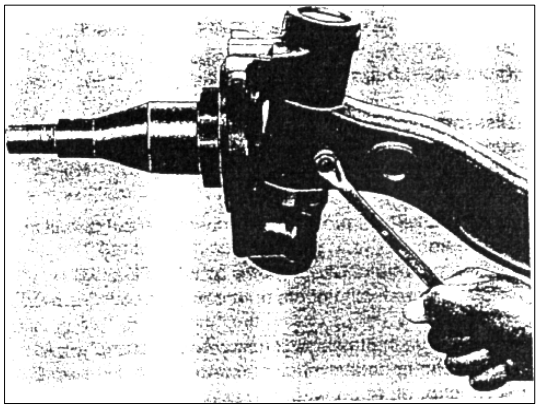

РИС. 289
7) Раскрутите гайку и снимите стопорный шплинт, закрепляющий поворотный шкворень на балке передней оси (см. рис.289).